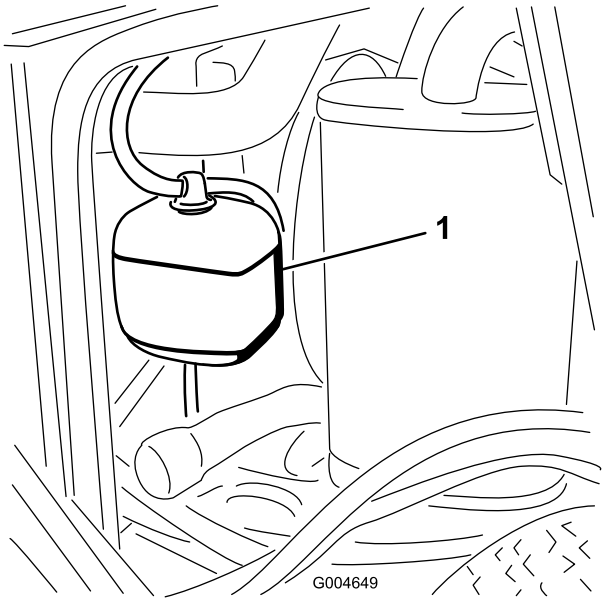

Figur 46
1. Kontroller kjølevæskenivået i ekspansjonstanken (Figur 46).